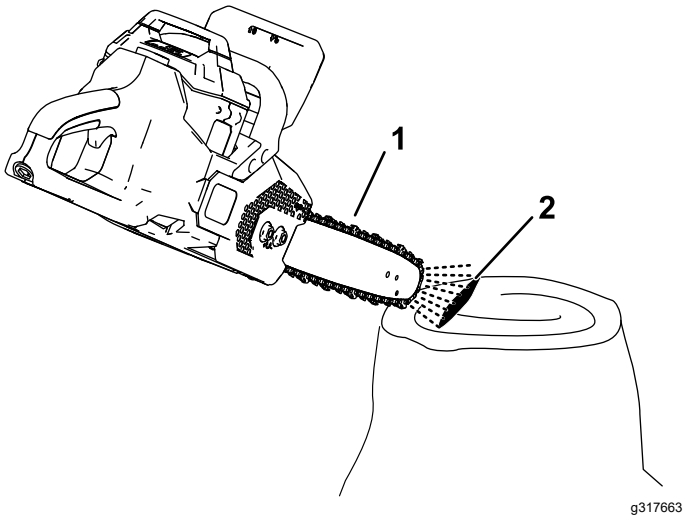

**Figur 26**
2. For at sikre at olien flyder ud til kæden, skal du placere kædesavens spids et par centimeter fra en overflade (f.eks. papir, pap, en stub) og tænde for saven. Du bør kunne se lette oliestænk på overfladen (Figur 26).